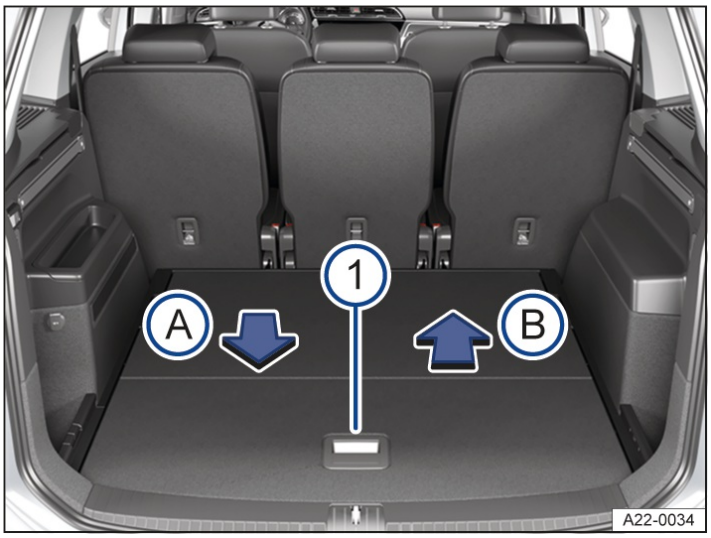

Fig. 1 In the luggage compartment: Lowering the luggage compartment floor.
2. Pull the luggage compartment floor in the direction of the arrow (A) using the handle → *fig. 1* (1) until the front section of the luggage compartment floor folds downwards by itself.
3. Slide the luggage compartment floor in the direction of the arrow (B) as far as it will go.